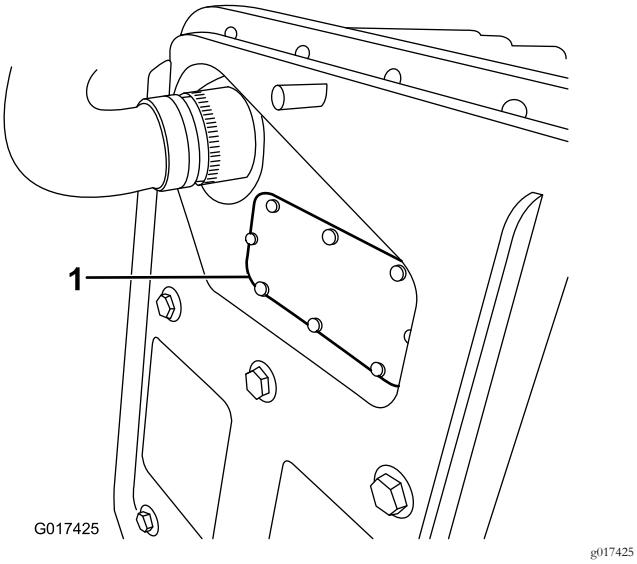

Rysunek 43
B. Zdejmij pokrywę bezpiecznika (Rysunek 43).